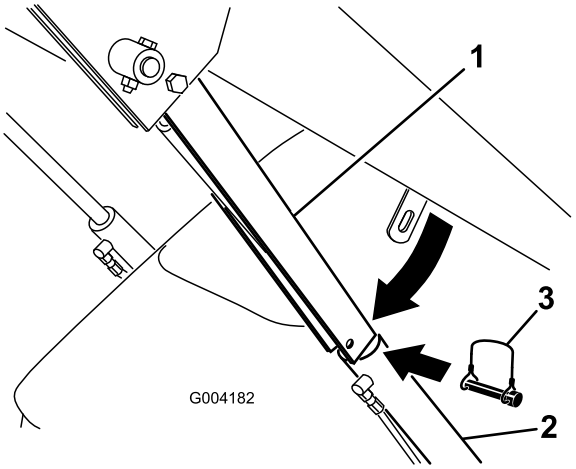

Figuur 24
4. Verwijder de lynchpen waarmee de cilindervergrendeling aan de arm van de lader is bevestigd (Figuur 24).
5. Breng de cilindervergrendeling omlaag over de cilinderstang en bevestig deze met de lynchpen (Figuur 24).